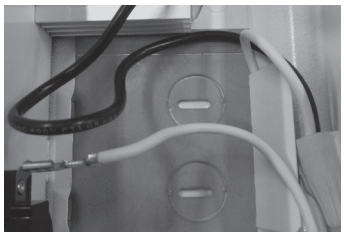

FIG. 3
5. Connecter un des fils noirs du relais avec le fil de l'élément. FIG. 3